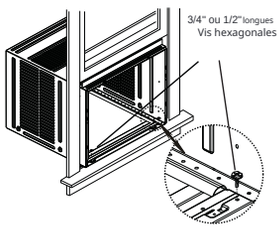

Fig.13
4. Pour une fenêtre en bois : Fixez l'armoire au rebord intérieur de la fenêtre avec deux vis dans les trous (Fig .13) (Vous pouvez pré-percer des trous pilotes).